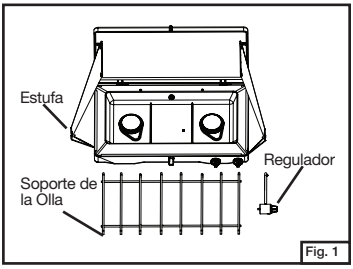

Fig. 1
- Saque los componentes del cartón. (Fig. 1)